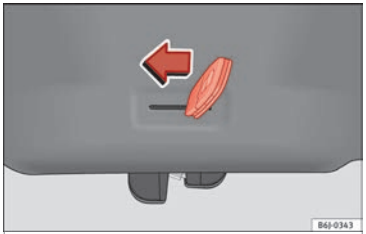

Fig. 7 Unlocking the rear lid manually.
- Insert the key in the groove and unlock the locking system, turning the key from right to left, as shown by the arrow ››› Fig. 7.